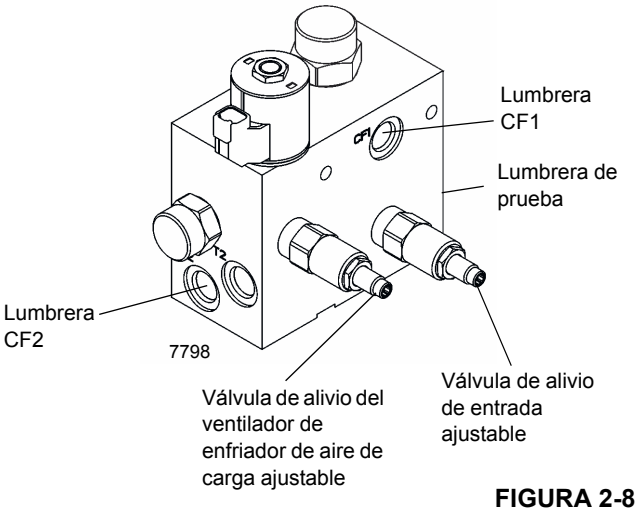

FIGURA 2-8
1. Con el motor apagado, desconecte la manguera en la lumbrera “CF1” en la válvula de suministro de carga de freno/motor del ventilador del enfriador del aire de carga (Figura 2-8); tape y tapone todas las aberturas.
1. Con el motor apagado, desconecte la manguera en la lumbrera “CF2” en la válvula de suministro de carga de freno/motor del ventilador del enfriador del aire de carga (Figura 2-8); tape y tapone todas las aberturas.